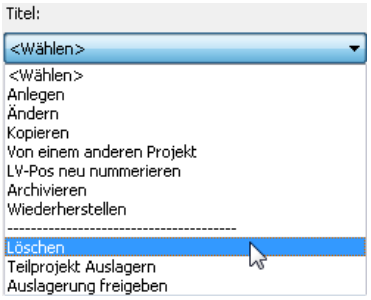

Bild 18.39 – Löschen eines Titels
- Markieren Sie in der Liste der *Titel* den Eintrag *02 Haustechnik* und wählen Sie im Listenfeld die Funktion *Löschen* (Abb. 18.39).